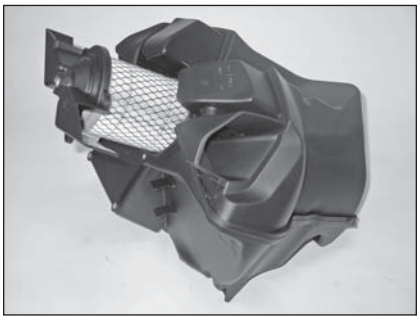

Fig. 1
1. Remove the stock air filter and holder from the air box. (Fig. 1)